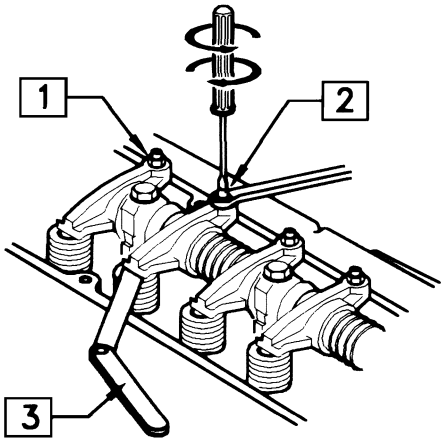

Fig. 7.2
(3) **Régler le jeu des soupapes. (Fig. 7.2)**
culbuteur (1) et pendant que l'on tourne la vis de fixation(2), régler le jeu des soupapes avec une jaugue (3) (Fig7.2).